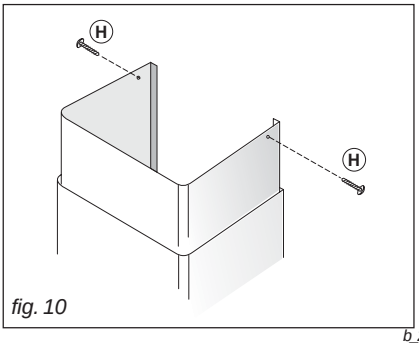

fig. 10
- Installer les tuyaux télescopiques en les appuyant sur la hotte ; soulever le tuyau supérieur jusqu'au plafond et le fixer à l'aide des 2 vis (H) – Fig.10.